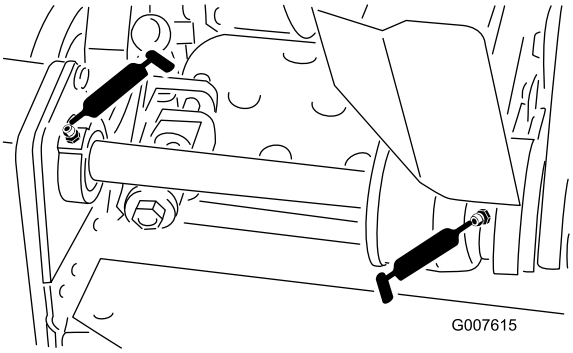

Bild 16
- 2 an den Spindelzwischenwellenlagern (Bild 16)